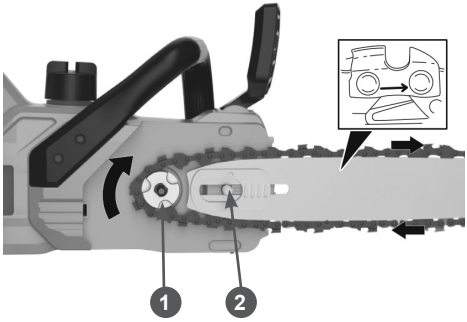

Рис. 3. Установка цепи
5. Наденьте пильную цепь на звездочку 1 (Рис. 3), одновременно надев шину на шпильку 2 шины (совместив отверстие шины и шпильку).